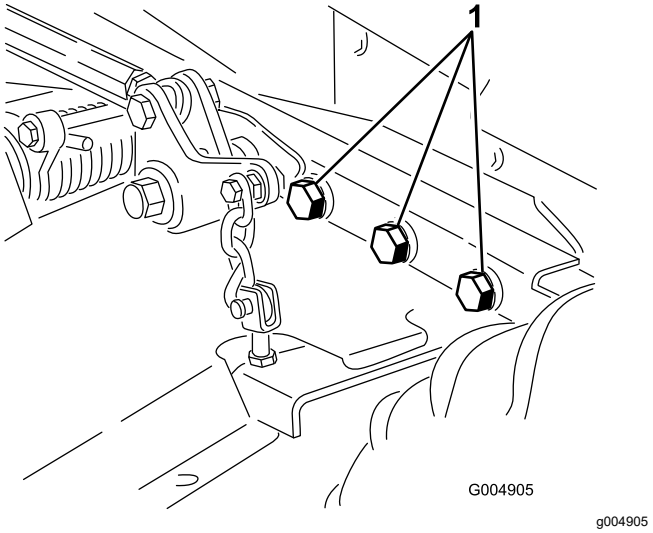

Figuur 59
5. Controleer of alle bevestigingen vastzitten; zet ze vast indien nodig. Draai de 6 bouten waarmee het frame van het maaidek is bevestigd aan de tractie-eenheid (Figuur 59) vast met een torsie van 359 N·m.